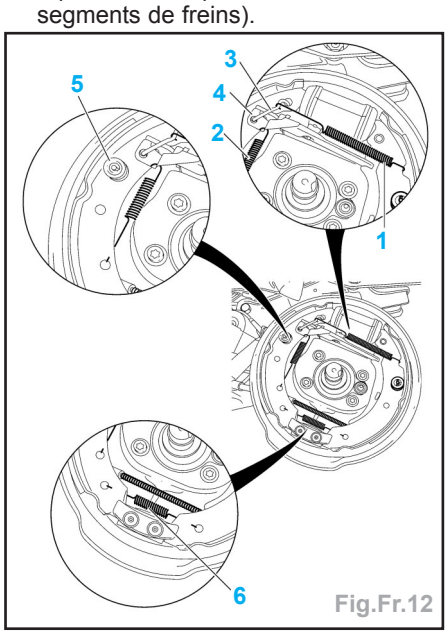

Fig.Fr.12
- Déposer (Fig.Fr.12) :
- le ressort (1) (à l'aide de la pince de dépose repose des ressorts de segments de freins),
- le ressort (2),
- le crochet (3),
- le levier (4),
- les coupelles (5) et les ressorts de maintien (à l'aide de la clé de dépose repose des coupelles de maintien des segments de freins).